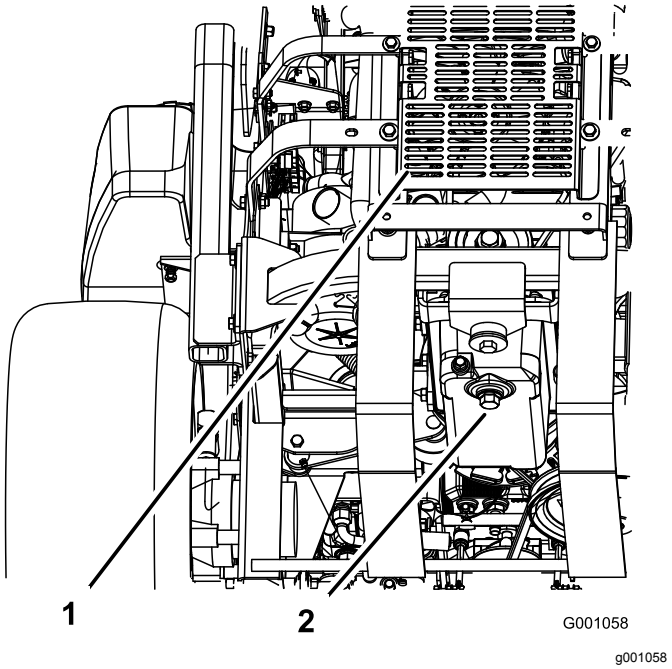

Figuur 66
5. Plaats een opvangbak onder de aftapplug. Verwijder de aftapplug en laat alle olie weglopen (Figuur 66).